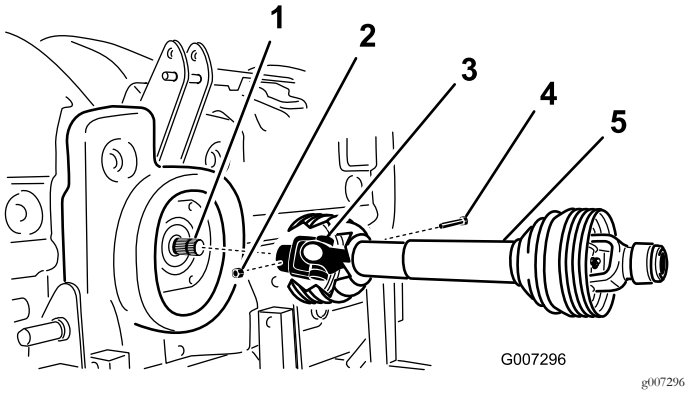

Figur 11
2. Slut kraftudtagsakslen til gearkassens indgangsaksel med en bolt på 1/2 x 3,00 tomme og en møtrik på 1/2 tomme (Figur 11).